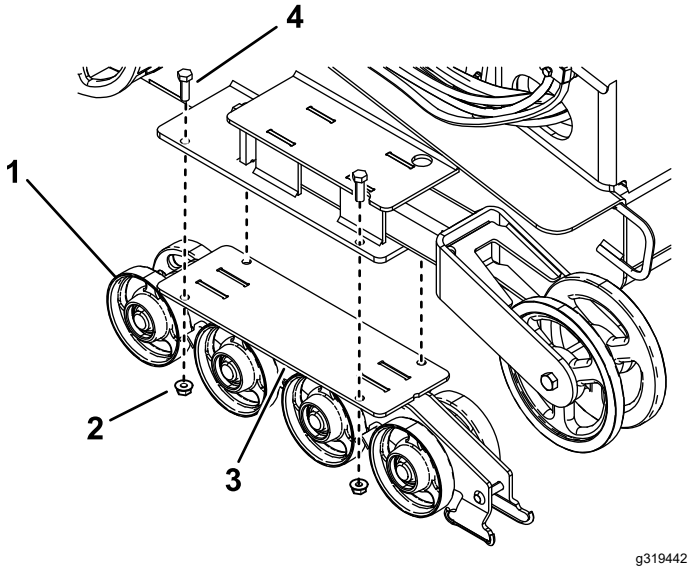

Figur 48
4. Ta bort de fyra skruvarna och muttrarna som fäster respektive nedre larvbandsstyrning som innehåller väghjulen, och ta bort hjulen (Figur 48).